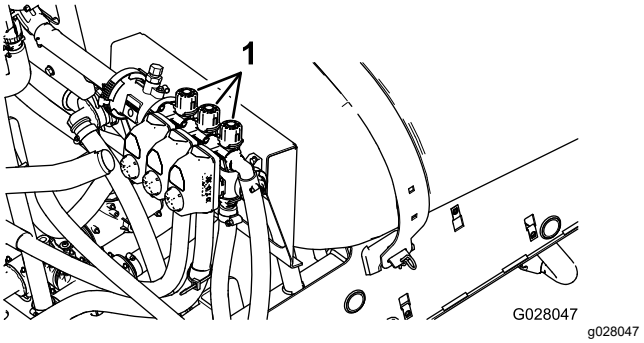

Figura 22
2. Desactive la sección izquierda y ajuste el mando de desvío de la sección (Figura 22) hasta que la presión marcada coincida con el valor previamente ajustado (típicamente 2,75 bar).
4. Ajuste el mando de desvío de la sección derecha (Figura 22) hasta que la presión marcada coincida con el valor previamente ajustado (típicamente 2,75 bar).
6. Ajuste el mando de desvío de la sección central (Figura 22) hasta que la presión marcada coincida con el valor previamente ajustado (típicamente 2,75 bar).